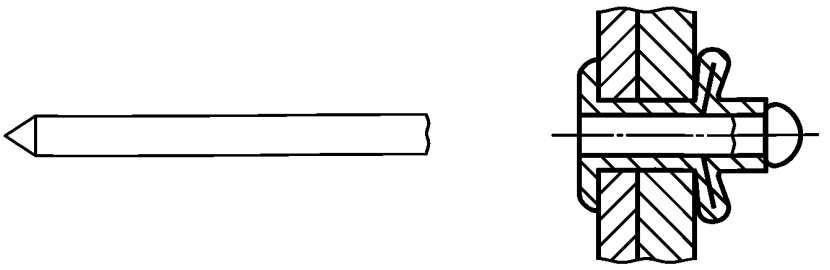

Рисунок 16 — Разрезной стержень
2.3.5 **разрезной стержень** (slotted shank): Корпус заклепки, имеющий продольные разрезы в средней части стержня заклепки между головой и концом заклепки (рисунок 16).